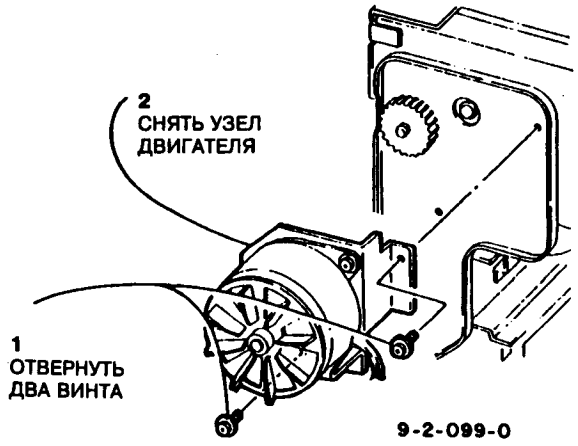

Рис.3 Снятие узла двигателя каретки лампы
5. Снять узел двигателя каретки лампы (рис.3).